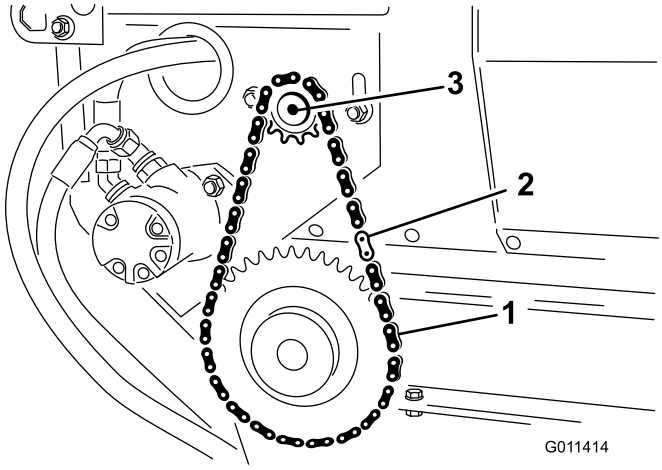

Figur 30
2. Fjern hovedleddet fra kjedet, og fjern kjedet fra det lille drevet (Figur 30).